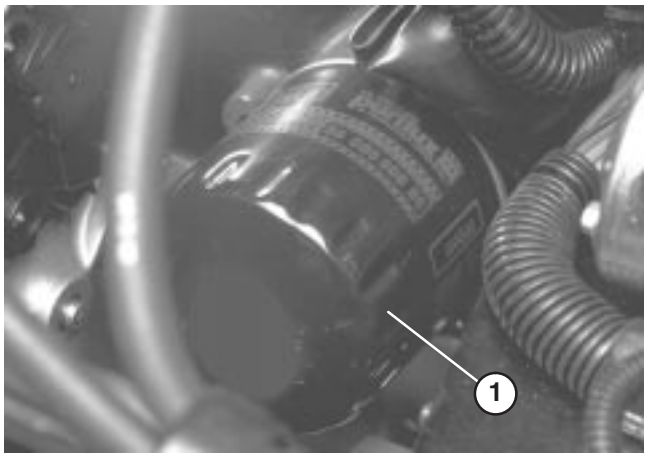

Figure 42
2. Remove oil filter (Fig. 42). Apply a light coat of clean oil to the new filter seal before screwing it on. DO NOT OVER–TIGHTEN.